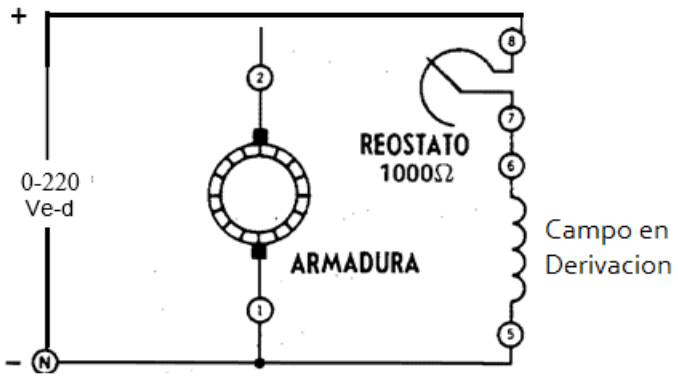

Figura 4
11. Conectar el circuito que aparece en la figura 4. observar que el reóstato esta en serie con el campo en derivación y que esta combinación se conecta en paralelo con la armadura a través del voltaje de entrada.